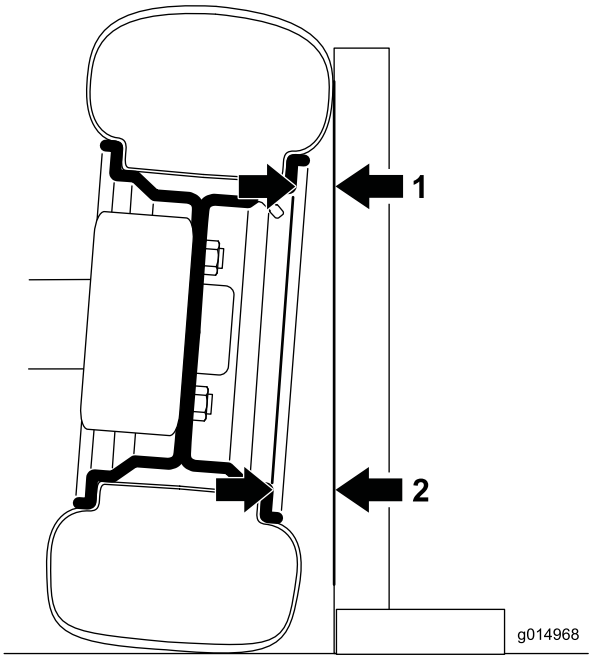

Figura 60
1. Per controllare l'inclinazione posizionate una squadra a 90 gradi sul terreno con il lato verticale a contatto con la parte anteriore dello pneumatico (Figura 60).
2. Misurate dalla stessa parte del bordo sulla parte superiore e inferiore dello pneumatico fino alla squadra (Figura 60).